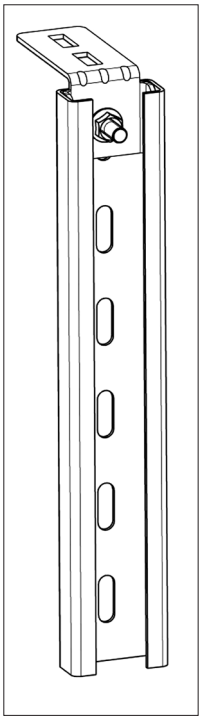

*Рис.15.1.*
- Перед установкой подвеса необходимо произвести его подсборку (рис.15.1), для чего выполнить следующие операции:
**2)** установить подсборку подвеса (рис.15.1) до упора в потолок, произвести разметку отверстия для установки дюбеля;